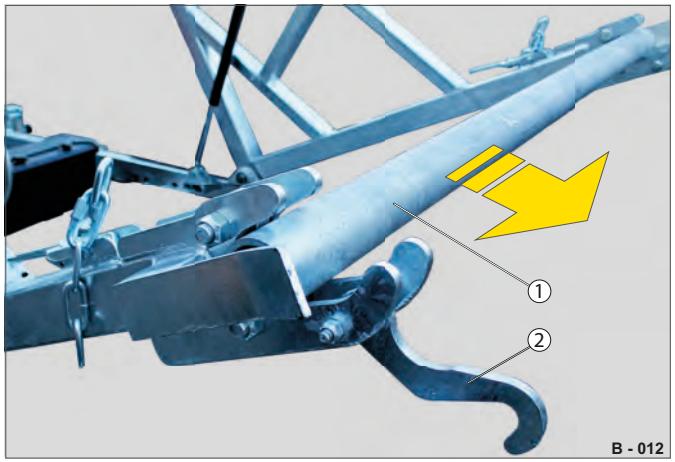

Fig. 4 Udtagning af transportakslen
▶ Tag transportakslen (Fig. 4 /1) ud af tromlestativet.